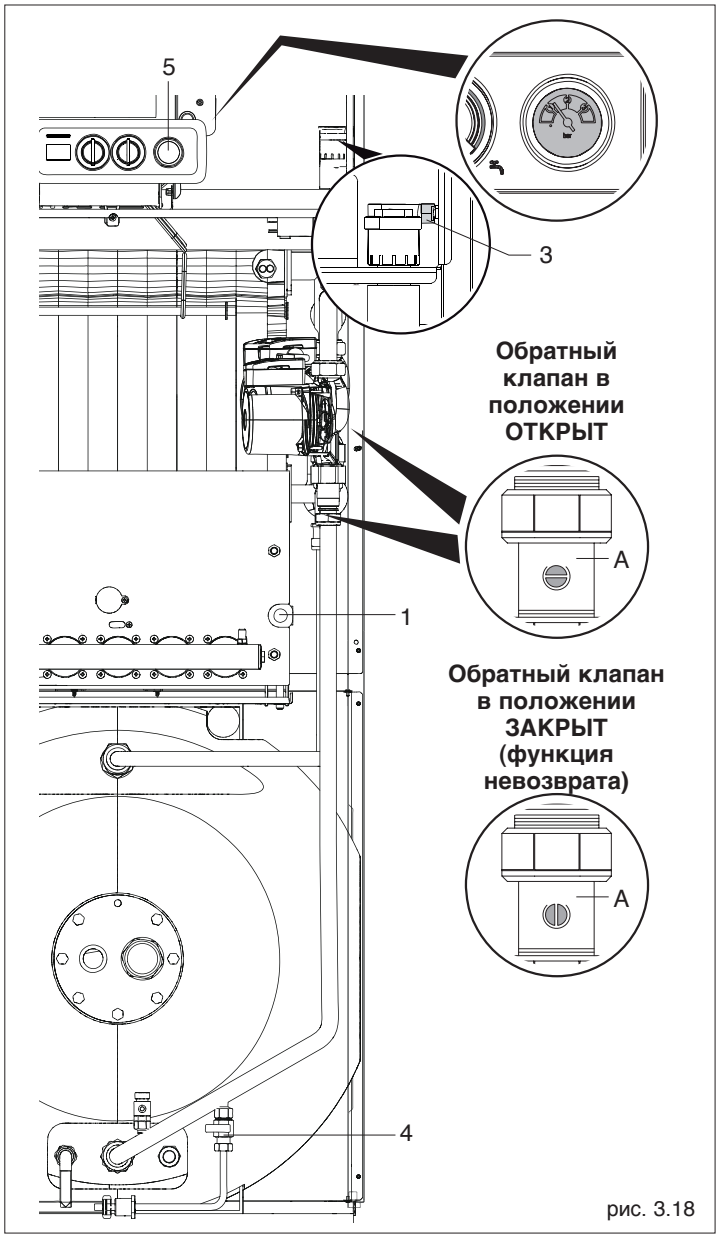

рис. 3.18
- Перед заполнением с системы убедитесь в том, что кран слива воды из системы закрыт (1).
- Убедитесь в том, что открыты обратные клапаны (A) рис. 3.18, т.к. это упрощает заполнение системы (шлиц на винте должен быть повёрнут перпендикулярно направлению потока);